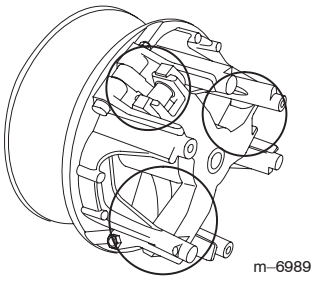

Figur 39
5. Smörj de rörliga delarna i de inringade områdena enligt figur 39 med torrt sprayfett från Toro, tillgängligt från din auktoriserade Toro-återförsäljare eller distributör.